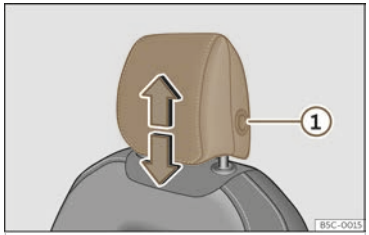
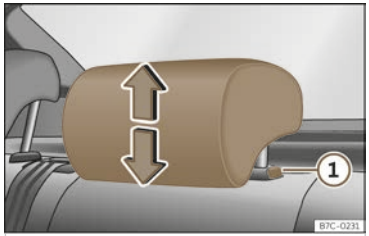

Fig. 100 Front seat: adjusting the headrest.
Fig. 101 Rear headrest: adjusting the headrest.
tion. To lower it, repeat the same action, pressing the button on the side ① ››› Fig. 100 , ››› Fig. 101.